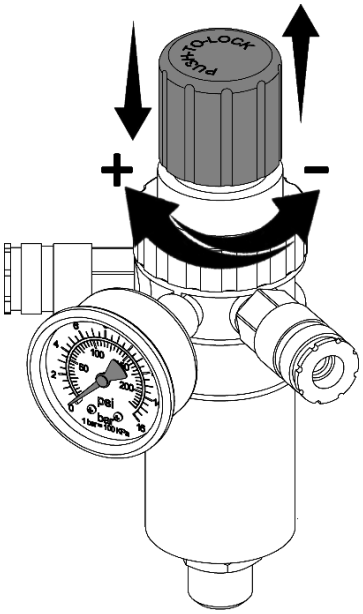

Рисунок 7
7.3.1 Настройка давления в подсоединенных пневматических инструментах регулятором давления (при его наличии) осуществляется следующим образом (см. рисунок 7):